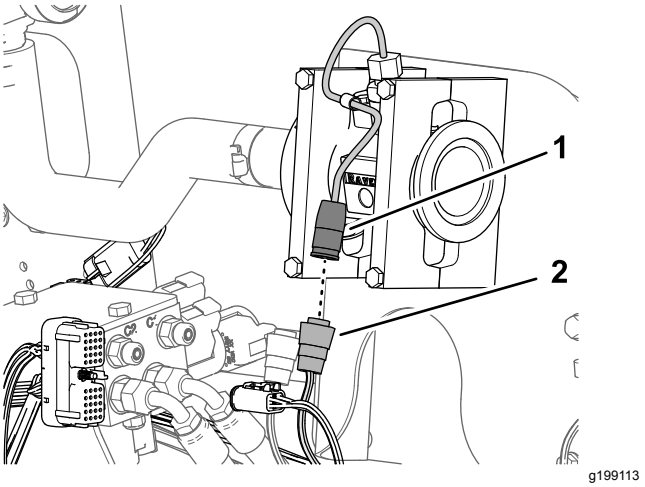

Figur 87
1. Tilslut det elektriske stik med 3 sokler med angivelsen GENNEMSTRØMNINGSMÅLER på ledningsnettets afgreningsledning (89 cm) til gennemstrømningsmålerens stik med 3 ben (Figur 87).